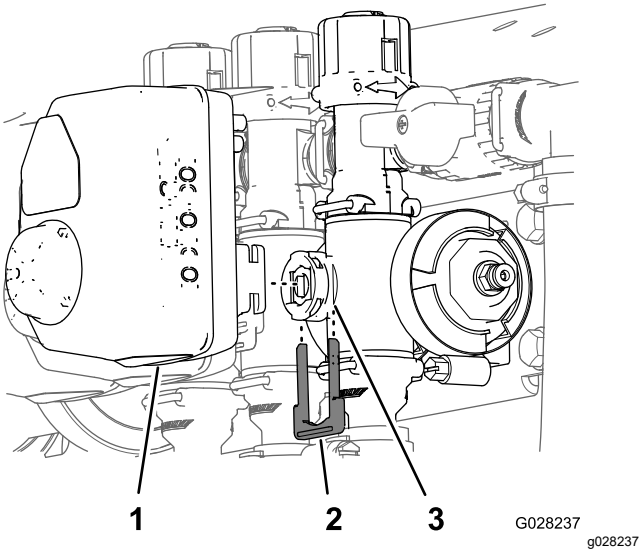

Figur 67
3. Fjern den holder, der fastgør aktuatoren til manifoldventilen til hastighedsregulering, omrøring, hovedsektionen eller sektionsventilen (Figur 67).